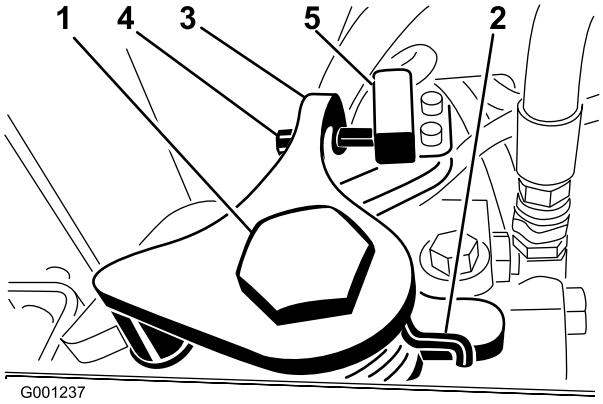

Figur 57
3. Løsne festeskruen på motsatt side av trekkjusteringskammen (Figur 57).
7. Juster skruen på armen for tilbakestilling til fri (Figur 57) til mellomrommet mellom enden av skruen og bryterkontakten er 0,23–0,38 cm.